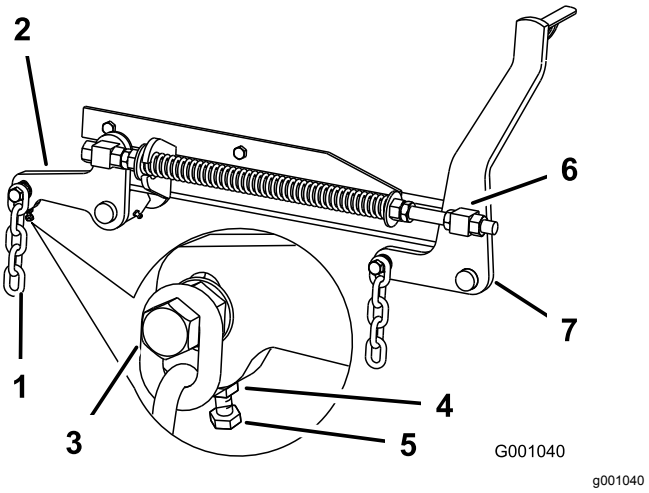

Figur 84
7. Om måtten vid punkt **B** eller **C** är felaktiga ska du lossa den skruv som håller fast den bakre kedjan vid den bakre stödarmen (Figur 84).
8. Lossa kontramuttern under den bakre stödarmen och anpassa justerskruven så att du får ett mätvärde på mellan 80 och 83 mm. Se Figur 84.
7. Lossa kontramuttrarna för de främre lekarna framtill på höger och vänster lekare ca 13 mm (Figur 84).
8. Justera lyftmuttrarna på både vänster och höger sida av maskinen så att du får en inställning som är 6–10 mm lägre fram vid punkt **A** än bak vid punkt **B** (Figur 84).